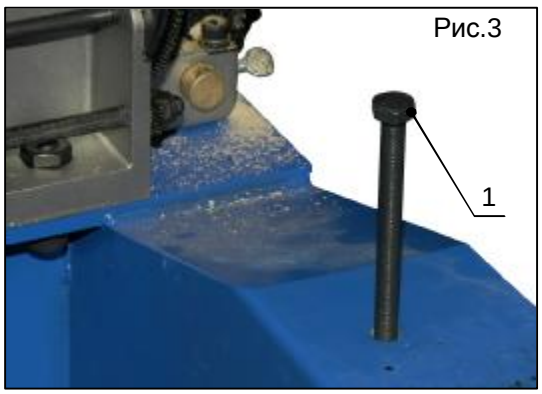
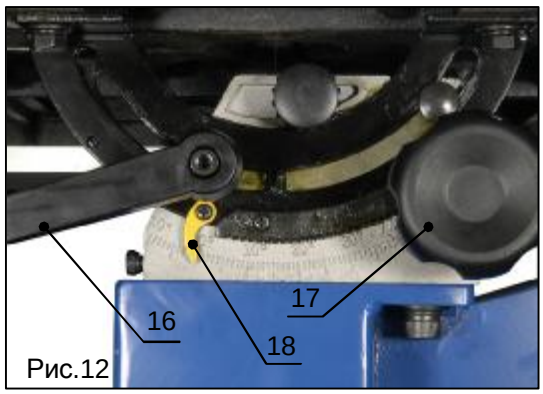

Рис.3
Рис.12
1. Установите винт (поз.1, рис.3) ограничения наклона стола влево, снизу зафиксируйте снизу его положение стопорной гайкой.
1. Ослабьте рычаг (поз.16, рис.12) фиксации наклонного устройства.
2. Наклоните стол до 45° вправо или до 10° влево, поворачивая ручку (поз.17, рис.12) настройки в одну/другую сторону (для удобства имеется шкала).
3. Затяните рычаг фиксации (поз.16, рис.12).
Примечание: для наклона стола влево должен быть удален винт ограничения наклона стола (поз.1, рис.3)
2. Ослабьте рычаг фиксации (поз.16, рис.12), наклоните стол на левую сторону, пока он не упрется в болт ограничителя наклона (поз.1, рис.3).
5. Ослабьте стопорную гайку, поворачивайте болт (поз.1, рис.3) ограничителя стола влево или вправо, чтобы поднять его или опустить. Затем зафиксируйте его положение стопорной гайкой.
7. Если необходимо, отрегулируйте положение указателя (поз.18, рис.12) на шкале наклона стола.